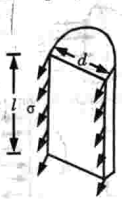

Fig. 1.12.3. Forces on liquid jet.
1. Let us consider cylindrical liquid jet of diameter d and length l, as shown in Fig. 1.12.3.